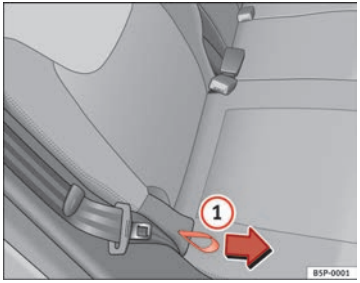

Abb. 96 Einstellung der Lehnenneigung, Rücksitz
– Halten Sie die Rückenlehne oben fest. Ziehen Sie die seitliche Zugschlaufe am Sitz ⇒ Abb. 96 (1) in Pfeilrichtung und halten Sie die Zugschlaufe in dieser Stellung. Drücken Sie die Rückenlehne in die gewünschte Stellung nach hinten und lassen Sie die Zugschlaufe los.